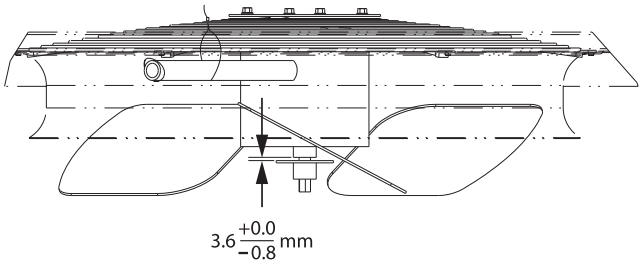

Fig. 31 – Condenser Fan Adjustment
4. Adjust the fan height as shown in Fig. 31.